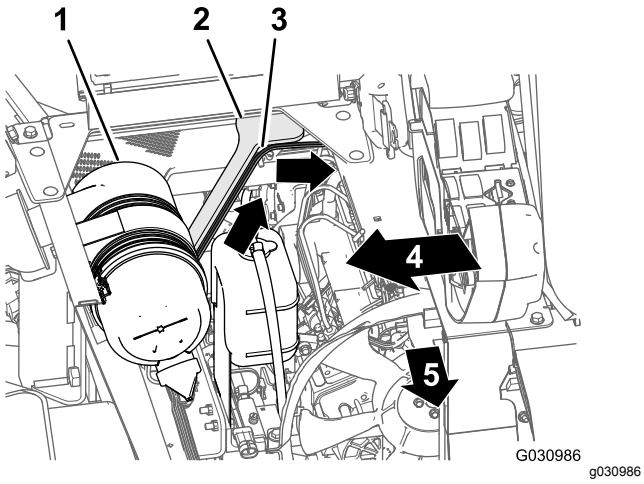

Figuur 136
1. Leid de kabelboomaftakking van 165 cm omhoog en in het achterste gedeelte van het motorcompartiment, langs de rechtersteun van het motorscherm – vóór het kanaal dat het luchtfilter en de motor verbindt (Figuur 136).